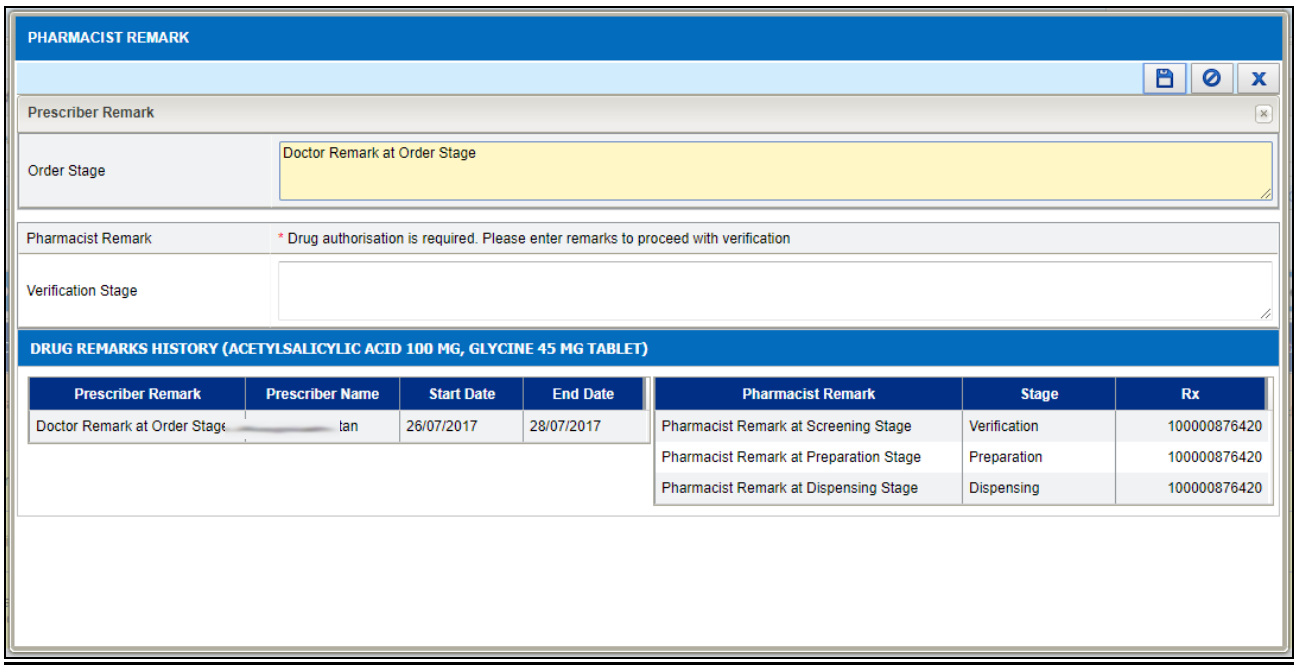

Figure 3.1.1-3 Pharmacist Remark
- *A notification icon* Remarks *in the Remarks column is display if there are past Remarks in all dispensing screens. User will be able to view past Remarks (with timestamp & NAME OF PERSON making remark), including the doctor's remark as per Figure 3.1.1-3.*
Repeat Step 1 to Step 5 as in verify prescription as per Figure 3.1.1-1 before perform Intervention steps.